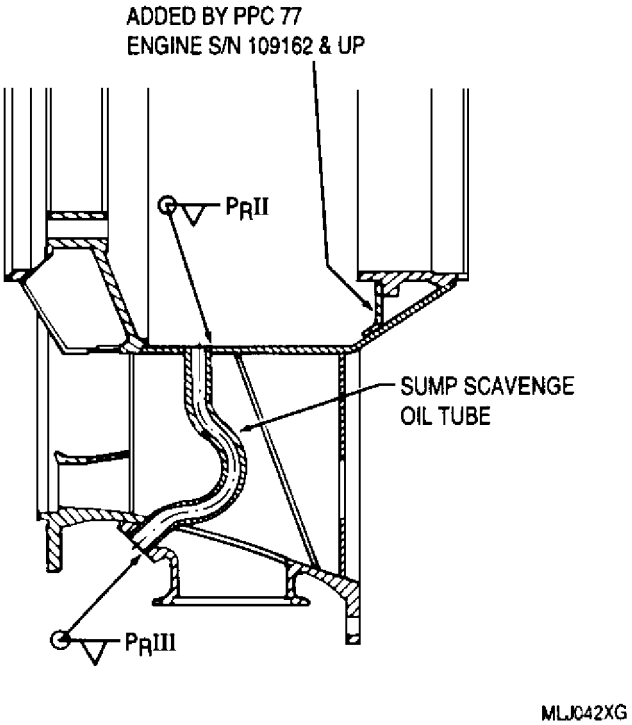

Figure 11. Diffuser Sump Scavenge Oil Tube Installation
(1) Wet grit blast areas to be welded with no. 280 mesh grit, then clean with O−A−51 acetone.
(2) Position replacement tube in diffuser as shown in figure 11.
(3) Insert a 0.250 in. diameter copper rod into ID at both ends of tube prior to welding.
(4) Using AMS 5776 welding wire and inert gas arc method, weld tube in place as shown in figure 11.
(5) Remove copper rods from ends of tube and remove any weld buildup on oil tube mounting flange pad surface. Mounting pad surface finish shall be at least 40 RMS and flat within 0.002 in. Break any sharp edges to a radius of 0.010 in.
(6) The opening through welded portions of tube shall pass a 0.250 in. diameter ball.
(7) Stress relieve per paragraph 17, this WP.